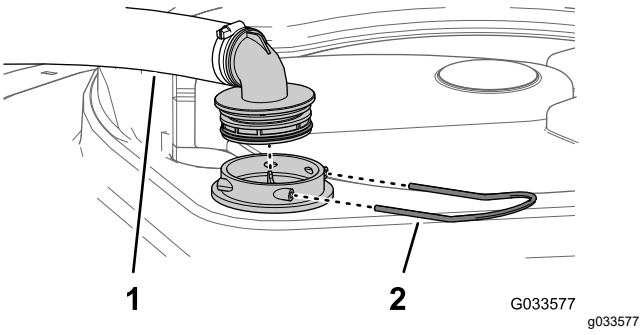

Figura 29
2. En la parte superior del depósito de fumigación, retire la horquilla de retención que sujeta el acoplamiento que está conectado a la manguera grande y al alojamiento del filtro (Figura 29).
3. Retire la manguera y el acoplamiento del alojamiento del filtro (Figura 29).